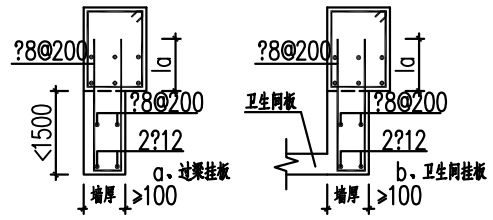

图 A.2 梁下挂板图
1、门、窗洞顶未达结构梁底时,除特别注明外应按表A.1增设过梁,过梁支撑长度不小于250mm。立面详A.1。当洞顶距梁底小于两皮砖无法设过梁或过梁长度超过6m没法设置过梁以及卫生间板底低于梁底时,按图A.2局部加高梁(挂板),加高范围为洞口宽度或卫生间宽度。